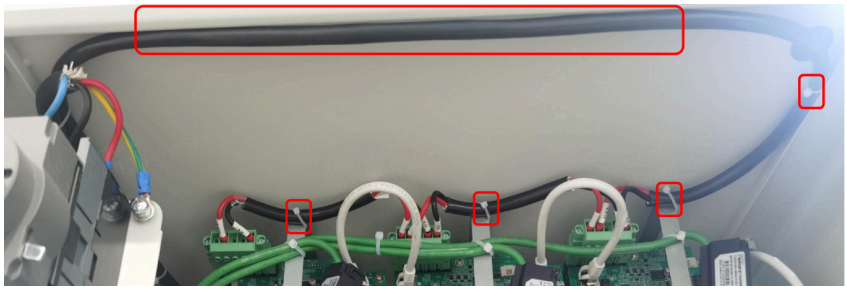

图 5-3 多扎位点扎线固定
a. 扎带点位确认：查看图 5-3 多扎位点扎线固定控制柜结构上的扎线点（红色框选位置），有几个扎线点，就需配置对应数量的扎带；
b. 全程扎线整理：按照图 5-3 多扎位点扎线固定上方横向布线及下方纵向分支布线位置，依次用扎带将线束固定在扎线点上；